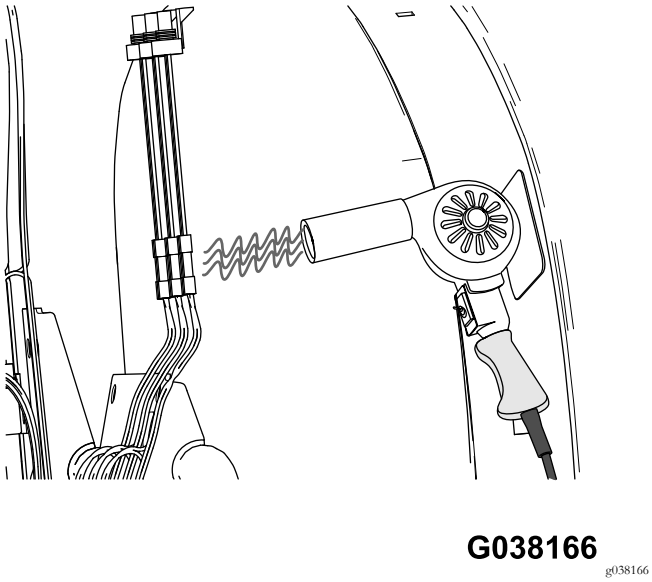

Figura 36
5. Utilize uma pistola de calor para encolher as mangas de isolamento dos 3 conectores de juntas (Figura 36).